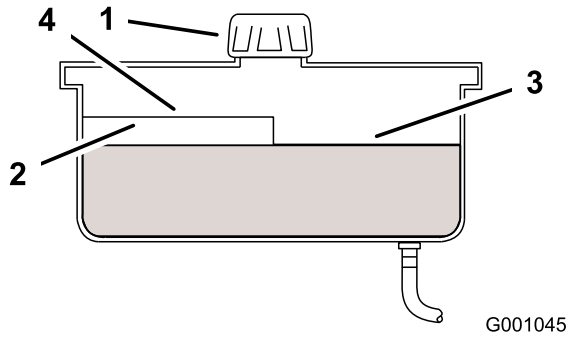

**Figur 68**
2. Rengør området omkring hydrauliktankens påfyldningsstuds (Figur 68).
3. Fjern hætten fra påfyldningsstudsen. Kig i tanken for at se, om der er væske i beholderen (Figur 68).
**Bemærk:** Væskestanden skal nå op til toppen af varm-niveauet på pladen, når væsken er meget varm (Figur 68).